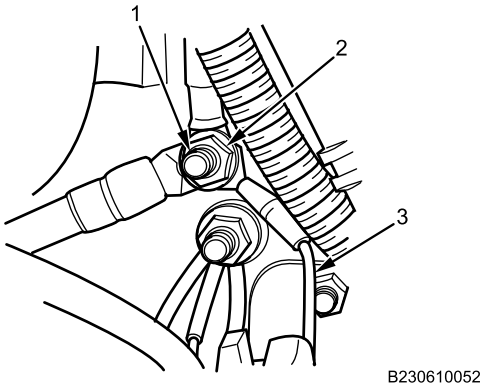

Figure 6. Ground Stud Nut.
2. Install front trailer hookup harness ground wire (Figure 6, Item 3) and ground stud nut (Figure 6, Item 2) on ground stud (Figure 6, Item 1). Tighten nut securely.